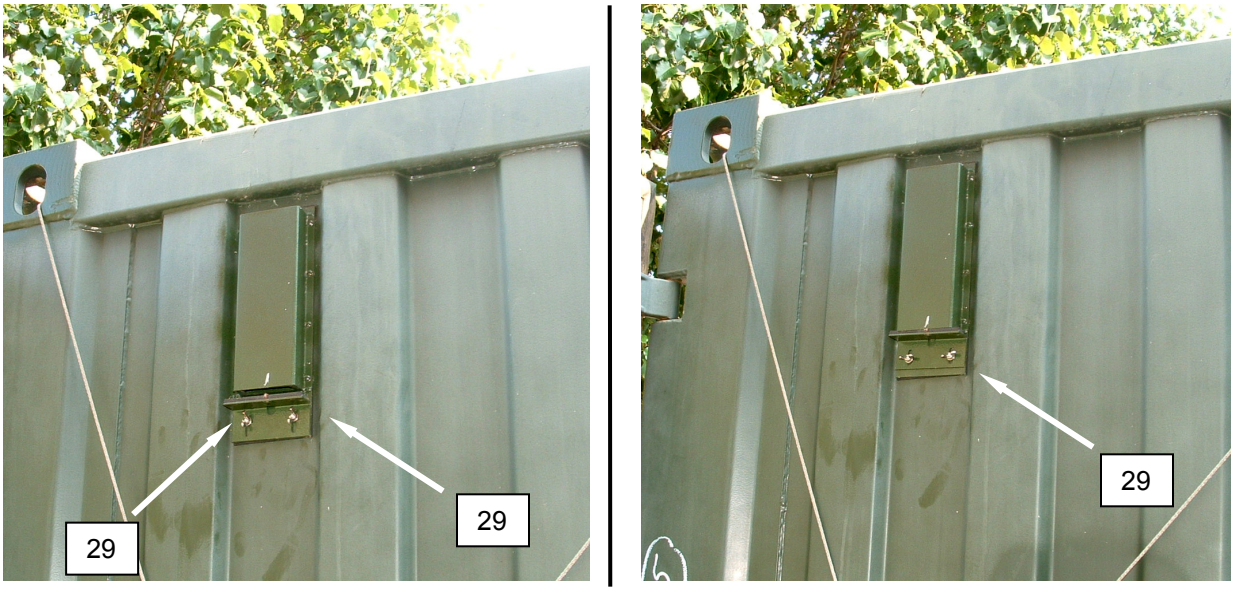

Figure 30. Close Container Vents during NBC Imminent or Actual Attack.
20. Loosen two wingnuts **(Figure 30, Item 29)**.
21. Close container vents **(Figure 30, Item 29)**.
22. Tighten wingnuts **(Figure 30, Item 29).**